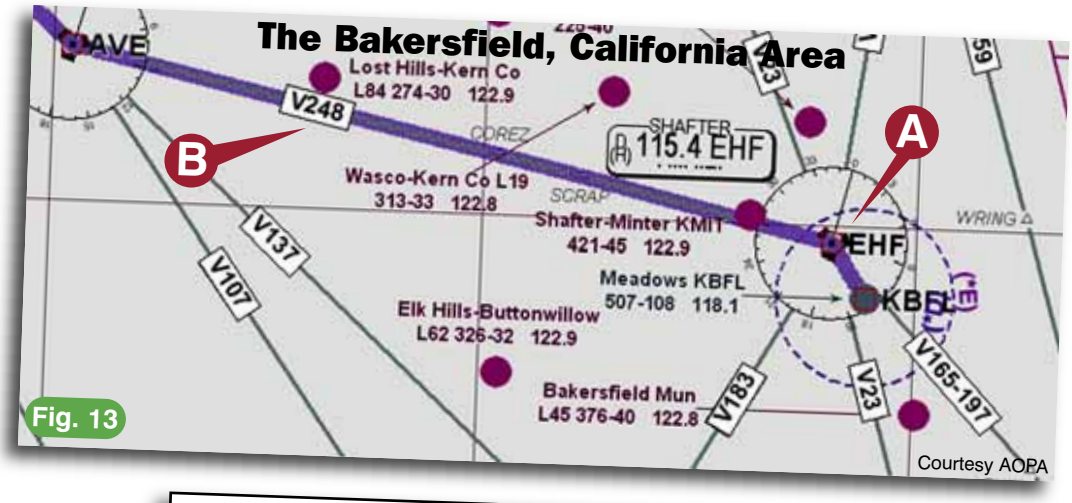

Fig. 13
The software selected a route that takes us directly from the airport to EHF VOR (Figure 13, position A). This may or may not be the best way to depart. That's why we look at the DP or *departure procedure* for this airport. It happens that BFL has no SIDs that take you directly to EHF VOR (trust me, I looked). If it did, then you could simply file the SID (or the appropriate SID transition, if necessary) in your flight plan as the initial part of your route.
(Figure 13, position A) and then a climb on course if we're departing northwest on V248 (Figure 13, position B). The DP says, if departing clockwise (CW) between R-180 and R-360, to climb on course (Figure 13, position C). Since there are no altitude restrictions or depicted climb rates, we can assume that a 200 foot per nautical mile climb gradient will be sufficient to keep us free from obstructions. What about the arrival portion of our flight? This is where we would check for any STARs that apply, based on the direction from which we're arriving.